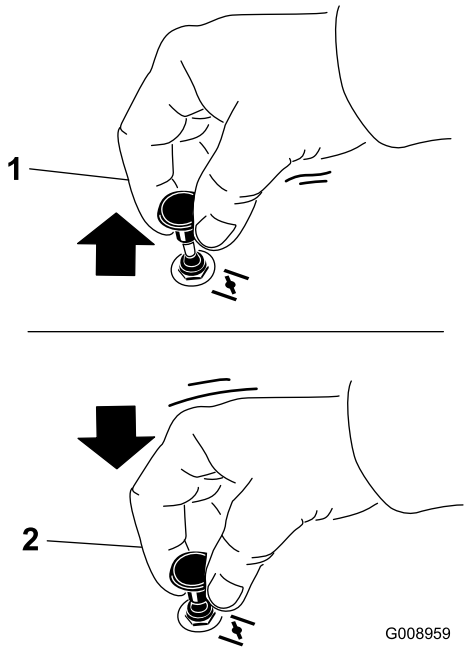

Figur 14
2. Dra upp chokereglaget så att choken aktiveras innan du använder tändningslåset (Figur 14).
3. Skjut ned choken så att den avaktiveras när motorn har startats (Figur 14).